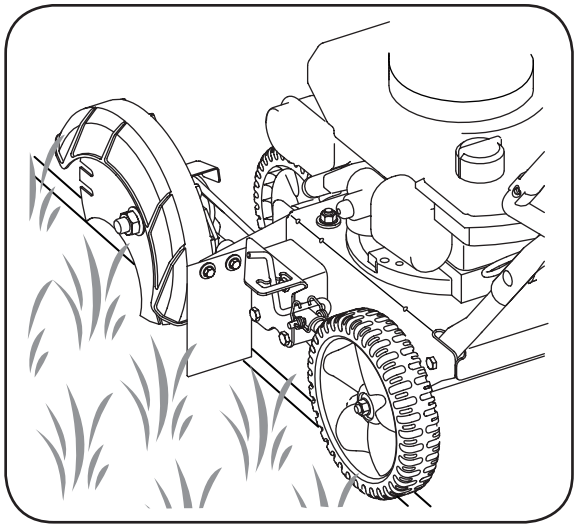

Figure 5–1
1. Move unit to area to be edged, making sure that the left rear wheel is on a hard surface and the blade is over the area to be cut. See Fig. 5–1.
1. Lower the right, rear wheel by moving the curb height adjustment lever slightly to the left. See Fig. 5–2.
2. Pivot the right, rear wheel into an applicable position in relation to the height of the curb to be edged along. See Fig. 5–2